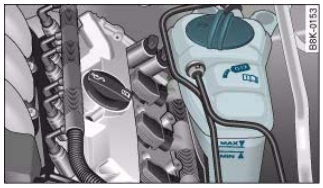

Fig. 227 Engine compartment: Markings on radiator expansion tank
– Read off coolant level on radiator expansion tank ⇒ fig. 227. When the engine is cold it should be between the "MIN" and "MAX" marks. When the engine is hot it may be slightly above the "MAX" mark.
– Cover the cap on the expansion tank ⇒ fig. 227 with a cloth, and **carefully** unscrew the cap anti-clockwise ⇒ ⚠.